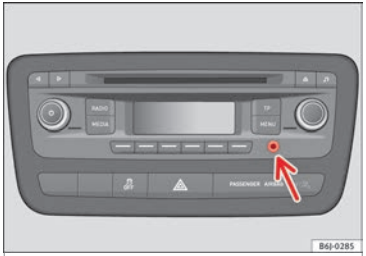

Fig. 116 Centre console: AUX Connection.
– Insert the pin as far as possible ››› **Fig. 116** (››› **Booklet Radio**).